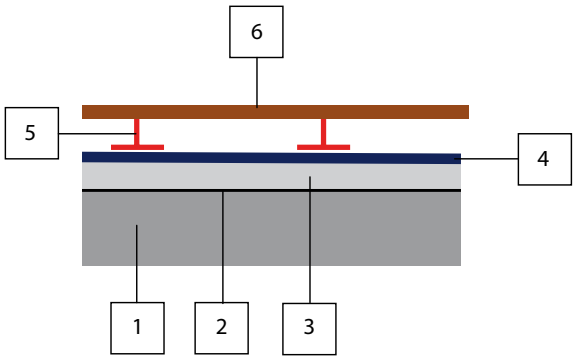

RYS. 1 **Wariant wykonania połaci balkonowej z izolacją pod podstawkami dystansowymi;** *rys.: autor*
- pierwszy przypadek, najprostszy: izolacja ułożona na warstwie spadkowej lub płycie wykonanie ze spadkiem, na izolacji podstawki dystansowe i posadzka (**RYS. 1**),